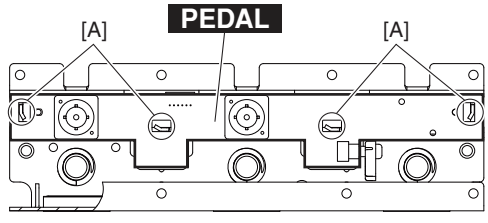

Fig. 26（図 26）
29-8. Straighten the four (4) bent frame portions marked [A]. The pedal circuit board can then be removed. (Fig. 26)
29-8. [A] のフレーム折り曲げ部 (4 箇所) をペンチ等で真直ぐに戻して、PEDAL シートを外します。(図 26)